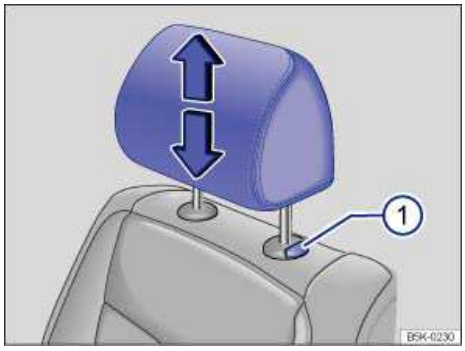

Fig. 39 Adjusting the head restraints.
- Pull the head restraint up in the direction of the arrow, or push it down while pressing the button ⇒ fig. 39 (1) ⇒ ⚠.